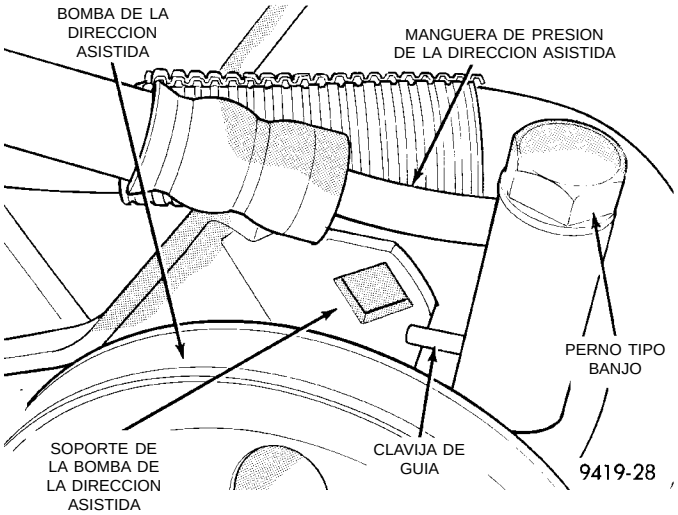

Fig. 4 Fijación de la manguera de presión a la bomba de la dirección asistida
(1) Retire de la conexión de presión de la bomba de la dirección asistida la manguera de presión de líquido (Fig. 4).
(1) Si fuera necesario, limpie e instale la válvula reguladora de flujo y el muelle en el hueco del cuerpo de la bomba.
(2) Instale la nueva junta de anillo en “O” en la conexión.
(3) Instale la conexión en el cuerpo de la bomba y apriete con una torsión de 75 N·m (55 libras pie).
(4) Instale la manguera de presión de líquido de dirección asistida en la conexión de la válvula reguladora de flujo.
(5) Posicione la clavija de guía en la conexión tipo Banjo de la manguera de presión de la dirección asistida para que se encuentre contigua al soporte de instalación de la bomba de la dirección asistida (Fig. 4). Mientras sostiene la clavija de guía contra el soporte